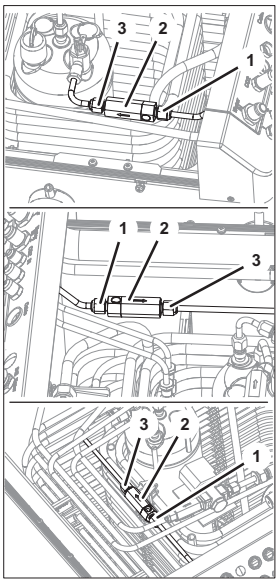

Fig. 79
1. Release the couplings (Fig. 79/1 and 3) on the non-return valve (Fig. 79/2).
2. Lift the non-return valve (Fig. 79/2) out of the unit.
5. Attach the non-return valve (Fig. 79/2) using the couplings (Fig. 79/1 and 3).